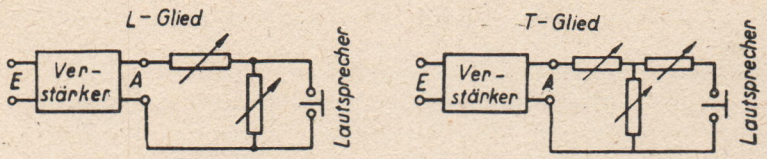

Abb. 180.
a) als Lautstärkeregler zwischen Verstärker-Ausgang und Lautsprecher nach Abb. 180,